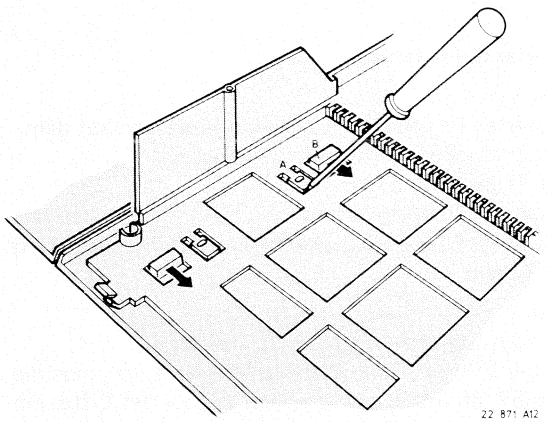

Fig. 2.3
- Mit Hilfe eines Schraubenziehers die Lippe A, die sich an der Kappe befindet so weit aufheben, dass das Loch in der Lippe frei wird von dem Stift, der sich auf der Oberplatte befindet (Abb. 2.3).